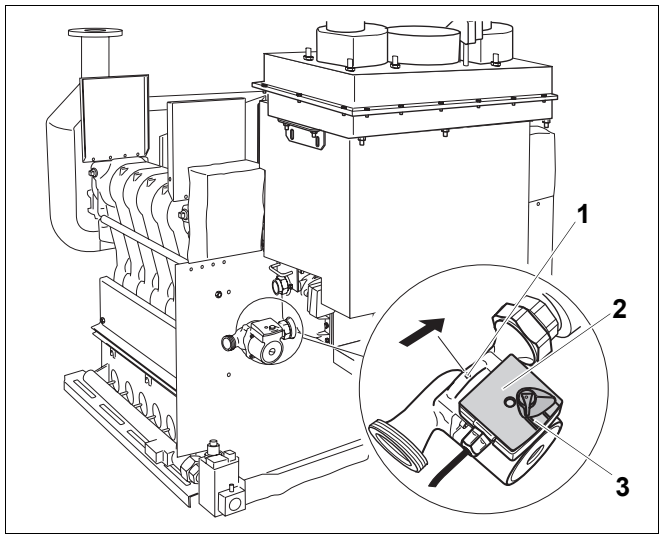

Rys. 64 Pompa wymiennika ciepła
- Zamontować pompę wymiennika ciepła (rys. 64, **poz. 2**) w kierunku podnoszenia wskazanym strzałką (rys. 64, **poz. 1**) na powrocie wymiennika ciepła (patrz rozdział 10 "Przyłączenie wymiennika ciepła", strona 65). Pompa musi być właściwie ustawiona! Pompa musi być zawsze ustawiona w pozycji III (rys. 64, **poz. 3**).